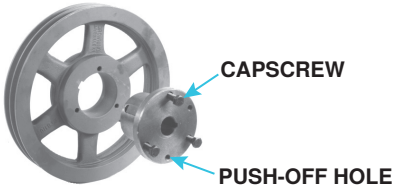

Figure 37. Split Taper Bushing
a. Note that there are three capscrews in bushing and two holes without screws called push-off holes (see **Figure 37**). Remove three capscrews.